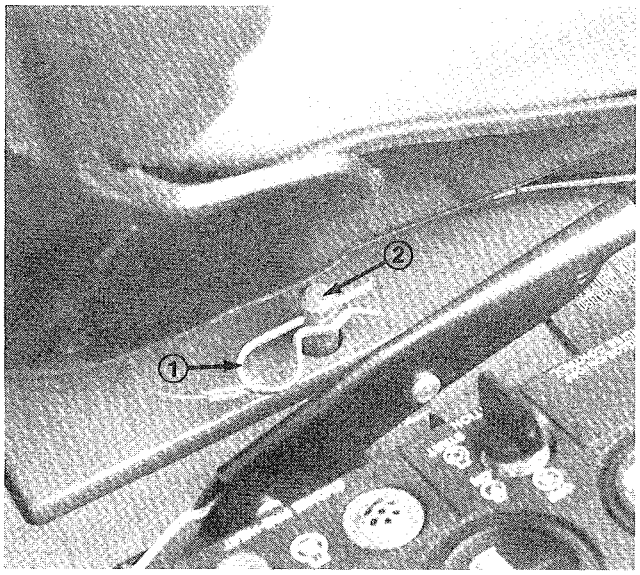

Figure 15
1. Remove retainer clip from seat lock rod (Fig. 15).